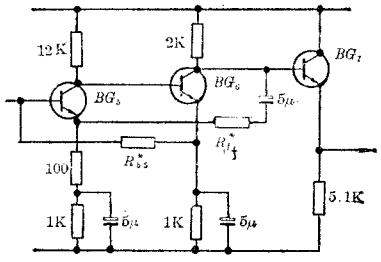

图 5
(5) 低放用直接耦合放大器，如图5所示，除了简单外，还有以下好处：第一，能自己稳定工作点。原理如下：当 $I_{C5}\uparrow\rightarrow U_{C5}\downarrow\rightarrow U_{B6}\downarrow\rightarrow U_{E6}\downarrow\rightarrow U_{B5}\downarrow\rightarrow I_{C5}\downarrow$。第二，因为它是一个恒幅放大器，当输入大于30～50 mV时输出稳定在4V左右，这就解决了在操纵距离不同时都能正常工作。例如，发射机离接收机200～300米时，